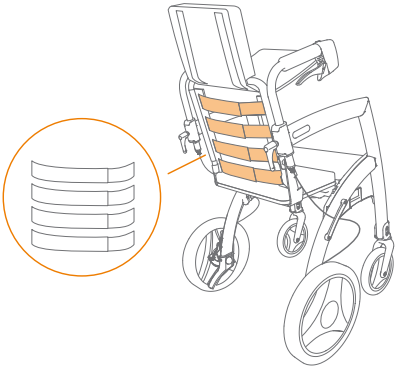

Figure 45: Loosen for more seat depth.
c. Adjust the straps by pulling off the Velcro and fastening it again to the desired setting **(Figure 45)**.